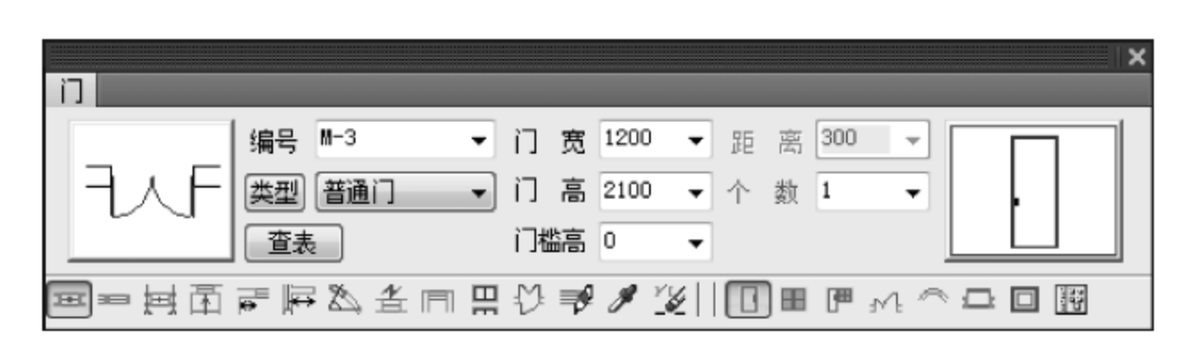
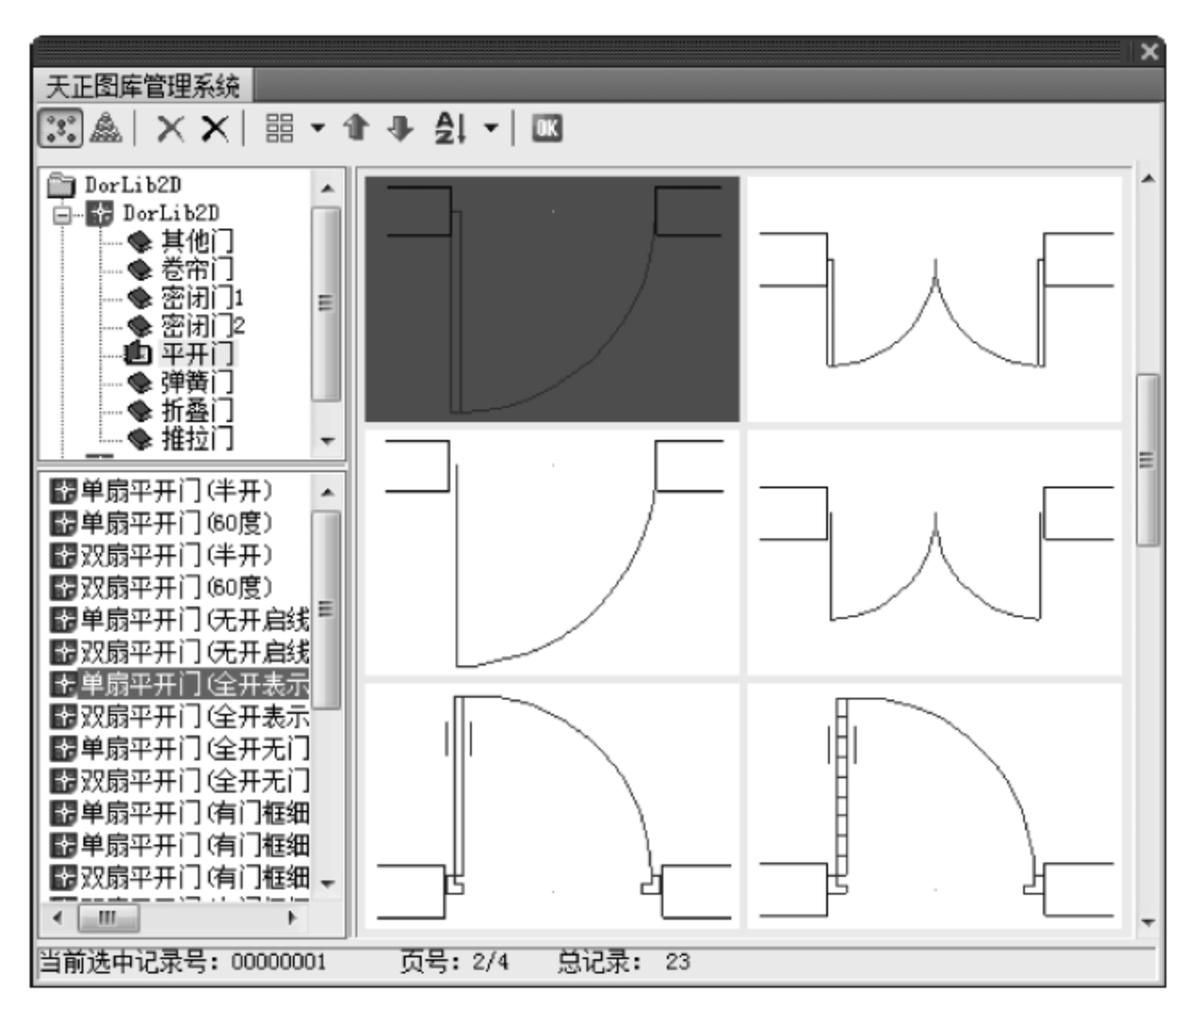

图 17-32　确定 M-3 数据
图 17-33　确定 M-3 形状
(5) 单击菜单中的“门窗”→“门窗”命令，在“门”对话框中输入相应的 M-3 数据，如图 17-32 所示。图中左侧门的形式与本例中要求的单扇平开门不一致，此时单击左侧平面门，打开的对话框如图 17-33 所示。